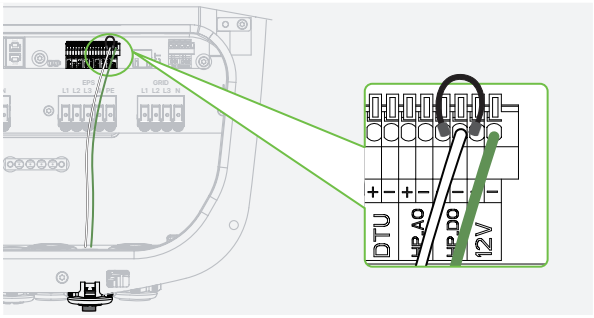

图 18-3 12 V @100 mA 外接继电器控制
- 图 18-3 所示为由外接继电器控制的发电机连接方式。用户可根据 SG Ready 热泵的类型选择合适的继电器。